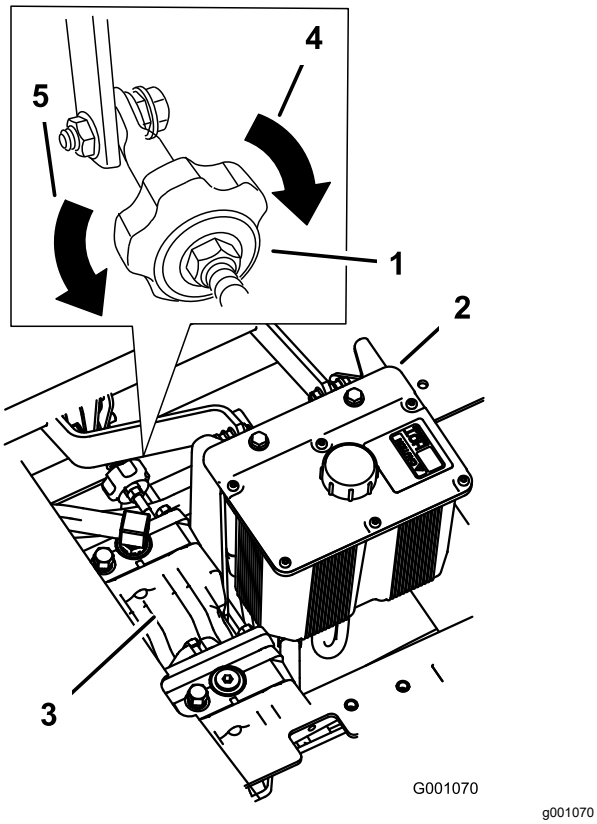

Figur 98
2. Ställ in pumpstavslängden genom att vrida ratten i lämplig riktning tills hjulet står stilla eller långsamt roterar bakåt (Figur 98).